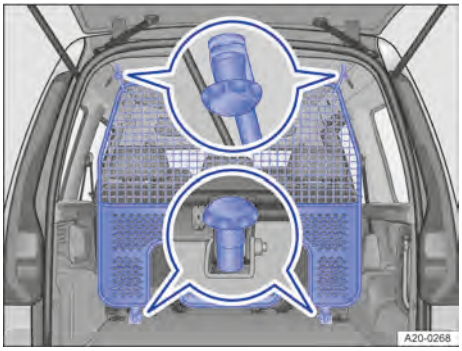

**Fig. 141** En la zona de carga: panel de separación detrás de la segunda fila de asientos.
3. Enrosque el panel de separación en los puntos de fijación traseros del techo → fig. 141.
4. Enrosque el panel de separación en los anclajes inferiores → fig. 141.
3. Enrosque el panel de separación en los puntos de fijación delanteros del techo → fig. 141.
1. Desenrosque el panel de separación de los anclajes inferiores → fig. 141.
2. Desenrosque el panel de separación de los alojamientos del techo → fig. 141.